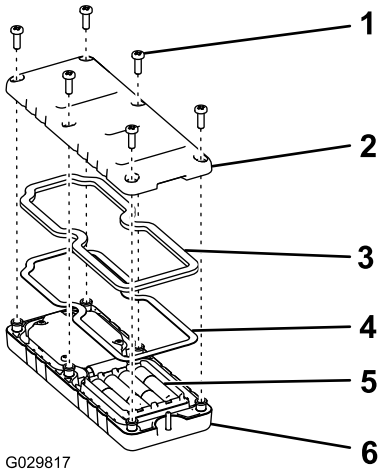

Figur 39
1. Afmonter de seks skruer fra bagsiden af styreenheden, og afmonter dækslet (Figur 39).
5. Udskift dækslet, og fastgør det med de seks skruer, du fjernede tidligere (Figur 39), og tilspænd dem til et moment på 1,5 til 1,7 Nm.